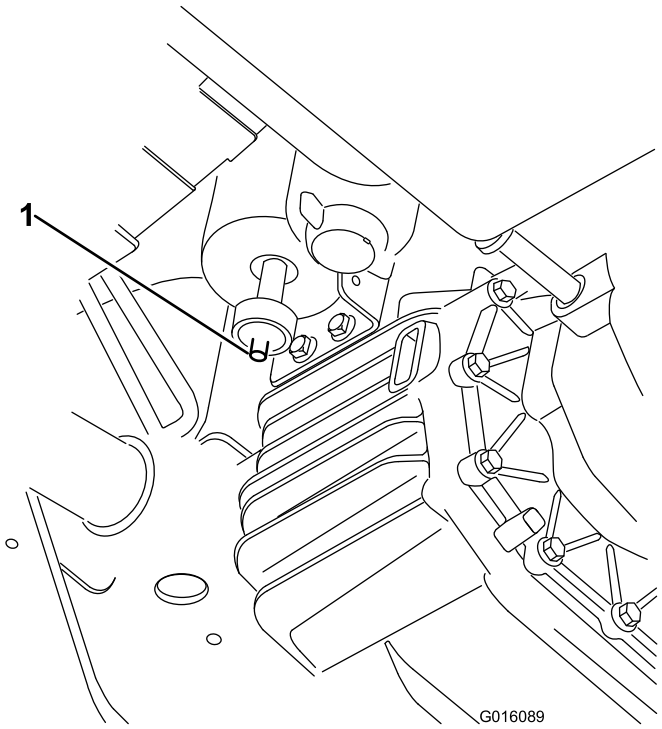

Figur 40
1. Hitta luftfiltret i botten på kolfiltret (Figur 40).